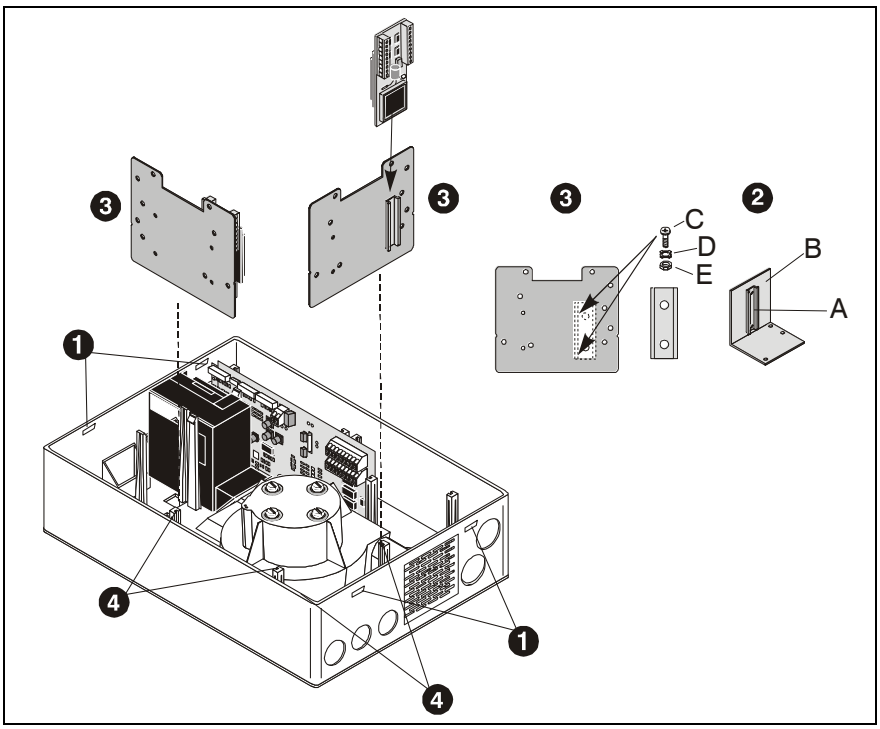

Рис. 5.18: Установка информационного модуля SPF 5300
2. Отвинтите монтажную шину (A) от крепежного уголка (B), входящего в комплект расширения.
3. Привинтите демонтированную монтажную шину на монтажную пластину. Для этого используйте 2 винта с потайной головкой (C) M3x6, 2 зубчатых шайбы (D) и 2 шестигранных гайки (E) M3 комплекта расширения.
5. Подсоедините информационный модуль (H) в соответствии со схемой подключения к TITANUS® (см Рис. 5.18) и установите его на монтажную шину монтажной панели.